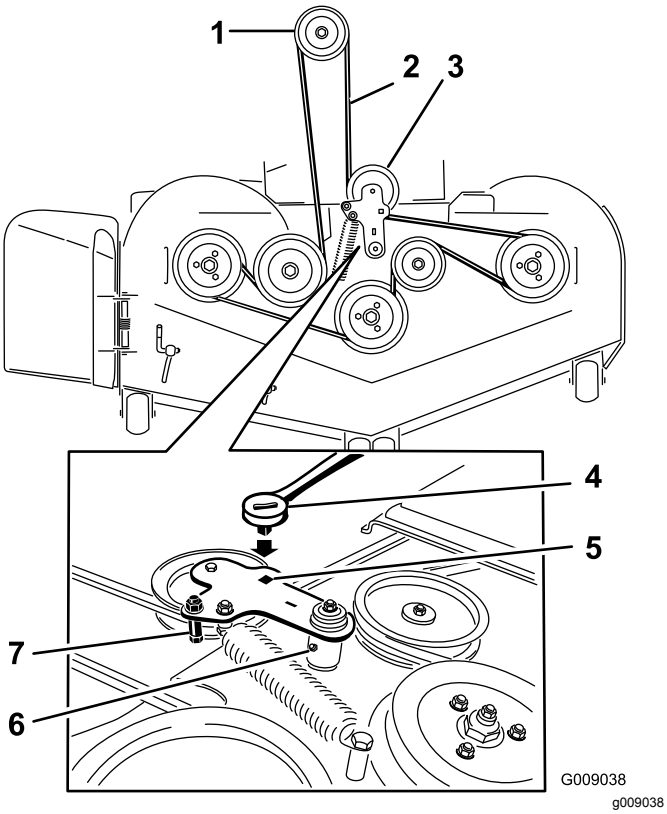
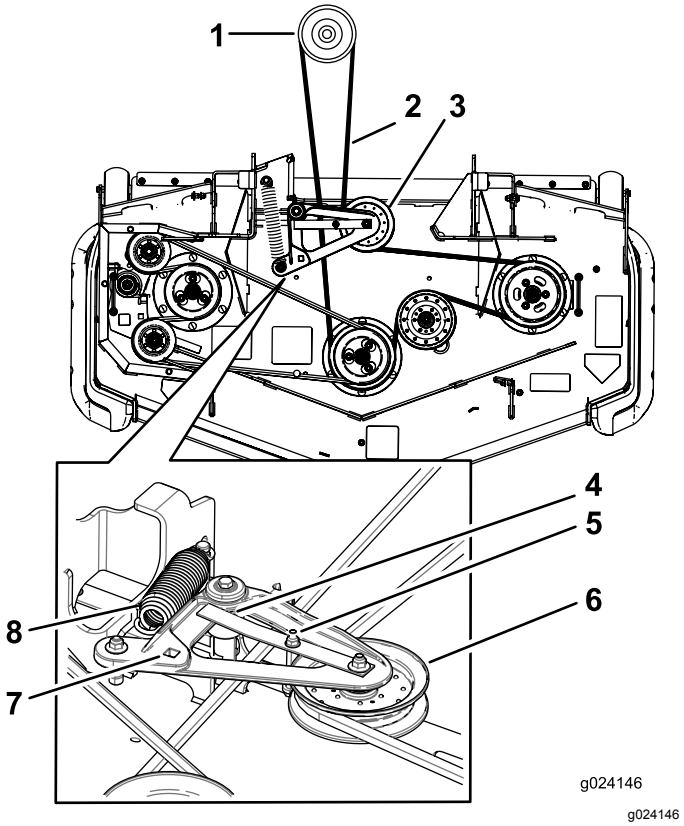

Figur 119
Figur 120
5. Lyft upp fotplattan och för in en spärrhake i det fyrkantiga hålet i klippdäckets mellandrev (Figur 119 eller Figur 120).
6. Vrid klippdäckets mellanskiva medurs, lyft remstyrningsfliken (endast maskiner med bakre utkast) och ta bort klipparremmen (Figur 119 eller Figur 120).